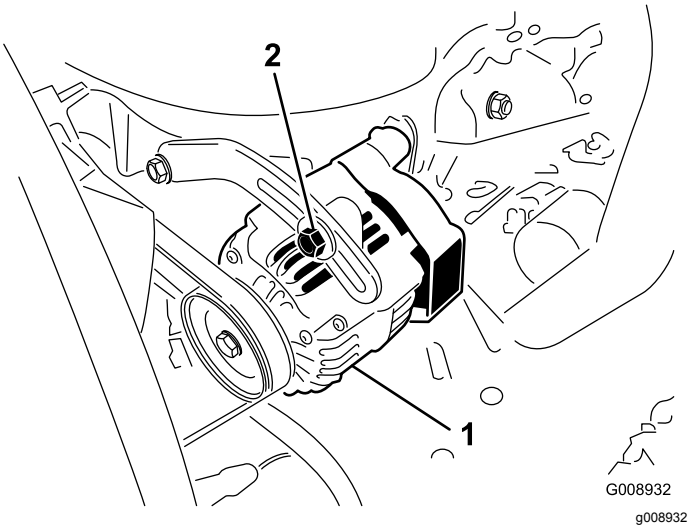

**Bild 46**
2. Lockern Sie bei einer Durchbiegung von mehr oder weniger als 10 mm die Befestigungsschrauben der Lichtmaschine (Bild 46).